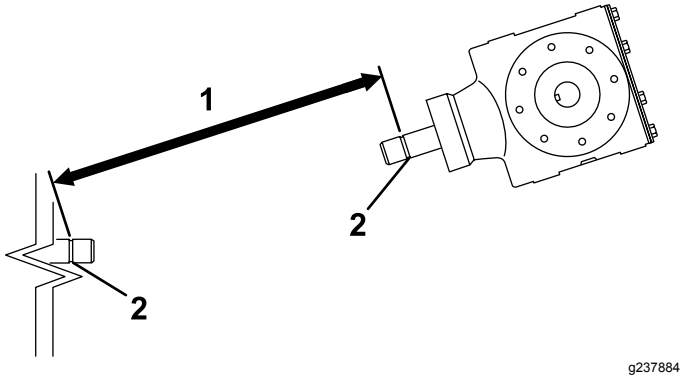
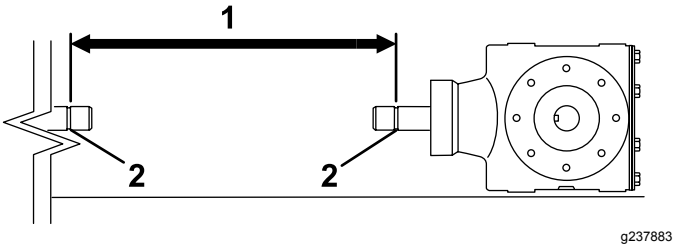
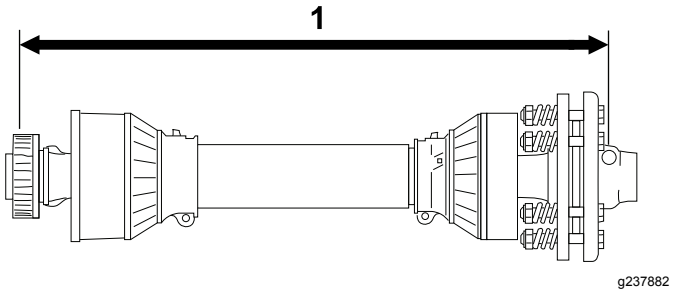

Figur 12
Figur 14
Figur 15
3. Mål afstanden fra låserillen ved enden af traktionsenhedens kraftudtagsaksel til låserillen ved kraftudtagsakslen på dybdelufterens gearkasseaksel (Figur 12).
5. Mål afstanden fra låserillen ved enden af traktionsenhedens kraftudtagsaksel til låserillen ved kraftudtagsakslen på dybdelufterens gearkasseaksel (Figur 14).
6. Mål afstanden fra midten af kuglelåsepinden ved den ene ende af kraftudtagsakslen til midten af låsepinden på den anden ende (Figur 15).
7. Brug det mindste af de to mål i Figur 14 og Figur 12, og træk den afstand fra afstanden i Figur 15. Eksempel: 81 cm minus 67 cm er lig med 14 cm.